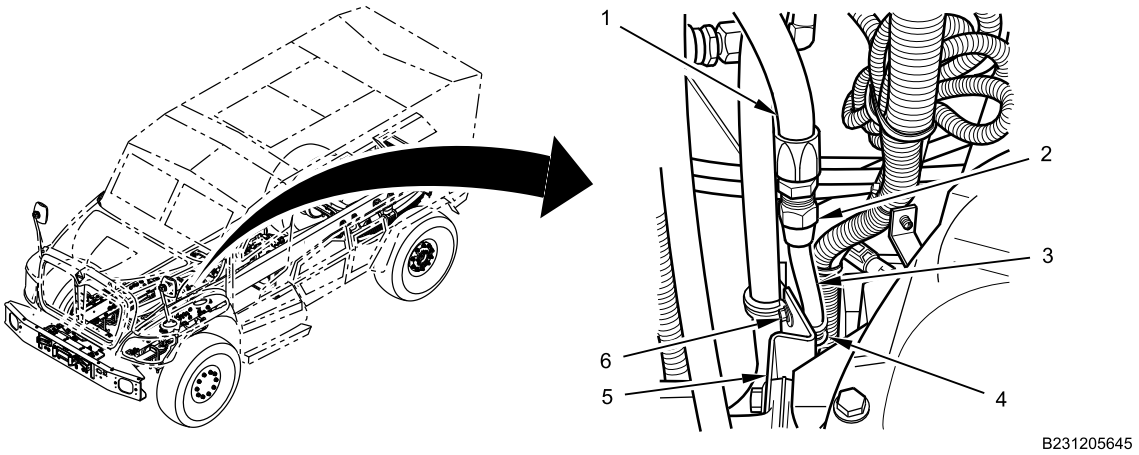

Figure 12. Air Line Pipe and Hose Connection.
7. Install pipe clamp (Figure 12, Item 4) on air compressor delivery air line pipe (Figure 12, Item 3).
8. Apply corrosion preventive compound to pipe clamp bolt (Figure 12, Item 6).
9. Install pipe clamp (Figure 12, Item 4) on support bracket (Figure 12, Item 5) with clamp bolt (Figure 12, Item 6) and nut (not shown).
10. Tighten clamp bolt (Figure 12, Item 6) and nut securely.
11. Position air compressor delivery air line hose (Figure 12, Item 1) in vehicle. Install compression nut (Figure 12, Item 2) on fitting on air compressor delivery air line hose (Figure 12, Item 1) and tighten securely.